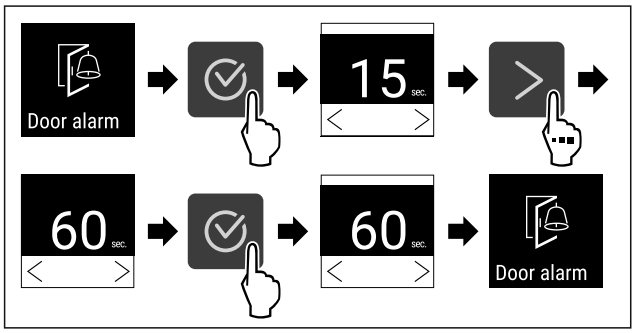

Fig. 96
▶ Suivre les étapes (voir Fig. 96) .